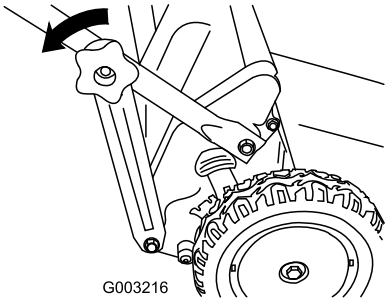

Figur 40
1. Fjern de nedre håndtaksknottene (Figur 40).
2. Løsne de nedre håndtaksbrakettene fra den nedre enden av begge sidene på håndtaket (Figur 40).